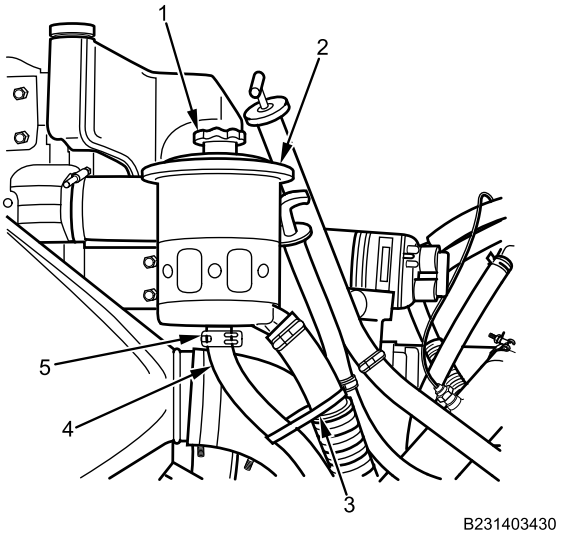

Figure 1. Power Steering Reservoir.
2. Cut cable lock straps (Figure 1, Item 3) as needed from power steering hose (Figure 1, Item 4) and discard.
3. Remove hose (Figure 1, Item 4) from power steering reservoir (Figure 1, Item 2) by releasing spring clamp (Figure 1, Item 5). Point hose into drain pan.
5. Remove fill cap (Figure 1, Item 1).